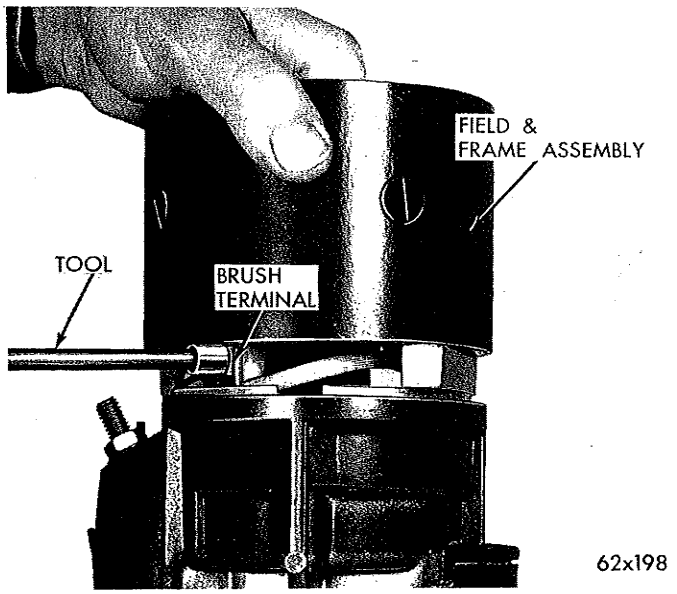
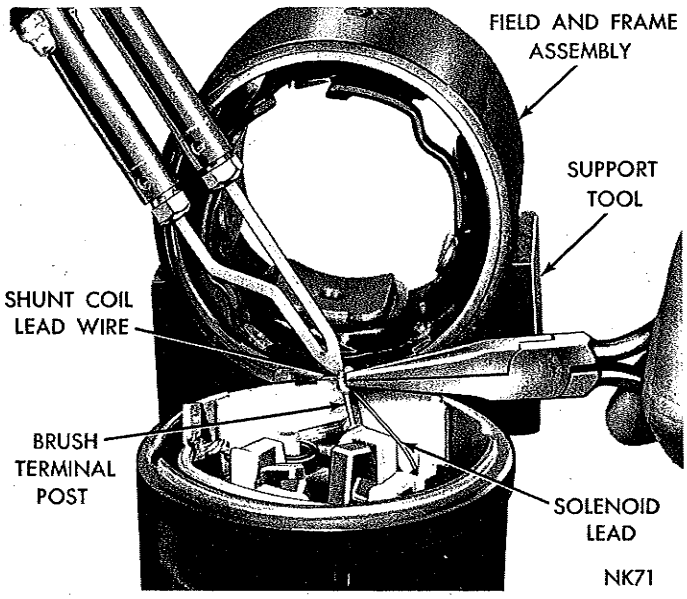

*Fig. 2—Removing or Installing Brush Terminal Screw*
*Fig. 3—Unsoldering Shunt Coil Lead Wire*
(3) Carefully pull armature up and out of gear housing and starter frame and field assembly. Remove steel and fiber thrust washer.
**The wire of shunt field coil is soldered to the brush terminal. One set of brushes is connected to this terminal. The other pair of brushes is attached to the series field coils by means of a terminal screw. Carefully pull frame and field assembly up just enough to expose terminal screw and solder connection of shunt field at brush terminal. Place two wood blocks between starter frame and starter gear housing to facilitate removal of terminal screw, (Fig. 2).**
(4) Support brush terminal by placing a finger behind the terminal and remove terminal screw.
(5) Unsolder shunt field coil lead from starter brush terminal, (Fig. 3). The 4 series coil starters do not have a wire soldered at the brush terminal.